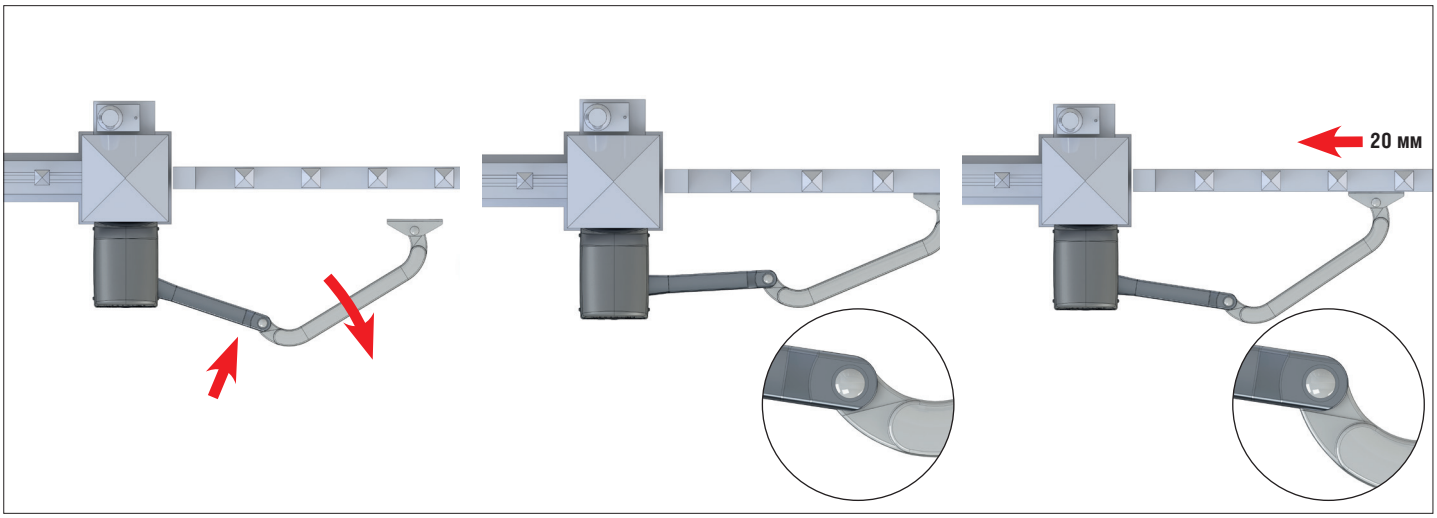

Рис. 13
- Прислоните передний кронштейн к полотну (рис. 13, поз. 2).
- Отодвиньте передний кронштейн примерно на 20 мм и отметьте отверстия крепежа (рис. 13, п. 3).
- Переместите кронштейн и полотно в конечное положение. Удостоверьтесь, что эти две детали не воздействуют друг на друга (рис. 13, поз. 2).